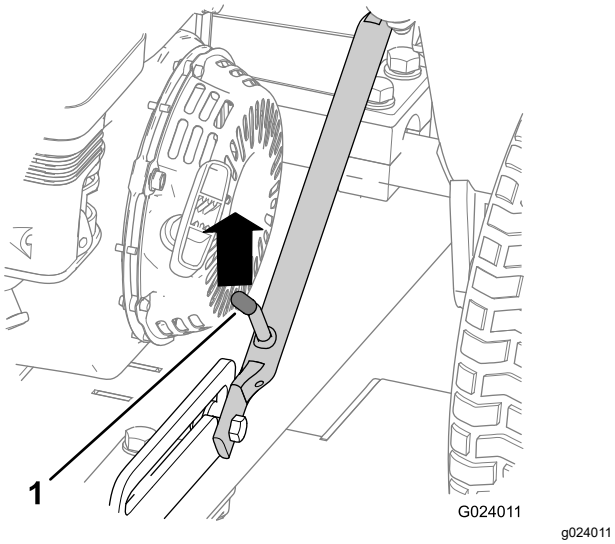

**Рисунок 7**
4. Поднимайте сцепку, пока фиксирующий рычаг не выйдет из зацепления с прорезью защелки (Рисунок 7).